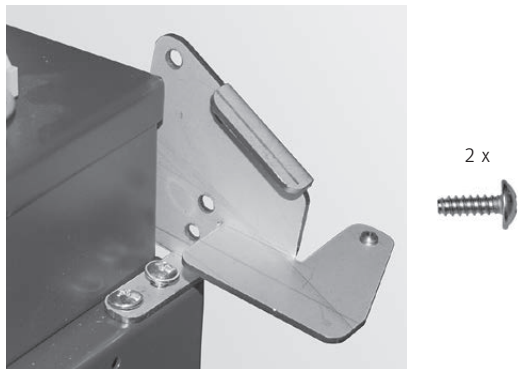

Fig. 64 Avvitare la cerniera della porta in alto senza stringere
- ▶ Avvitare la cerniera della porta in alto senza stringere (deve potersi muovere) con 2 viti autofilettanti – Fig. 64.